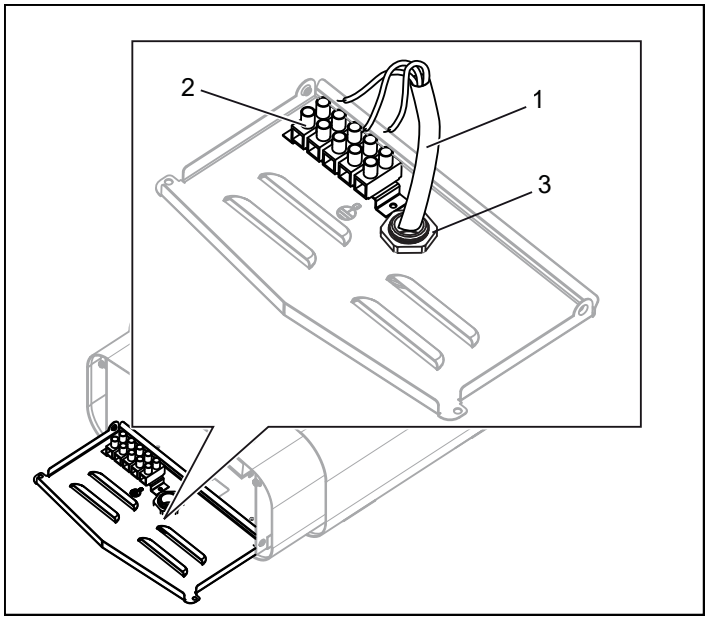
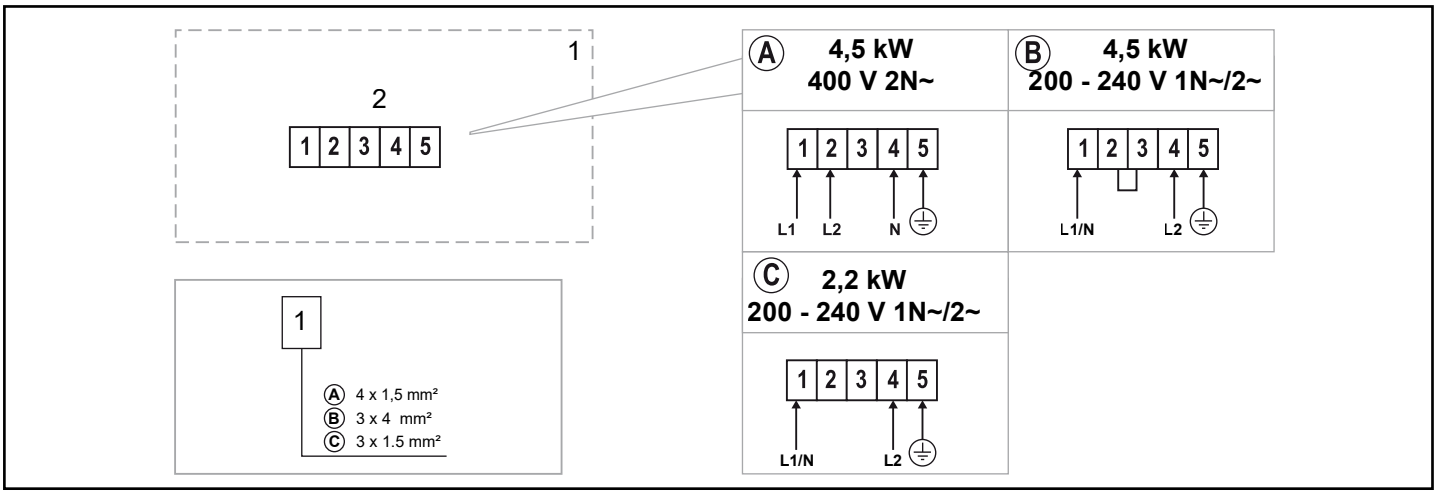

Fig 6: Inkoppling
Fig 15: Kopplingsschema
3. Fäst dragavlastaren (3) och anslut elkabeln (1) i plint (2) (se Fig 6) enligt kopplingsschema (se Avsnittet Anslutning/kopplingsschema, se fig15).